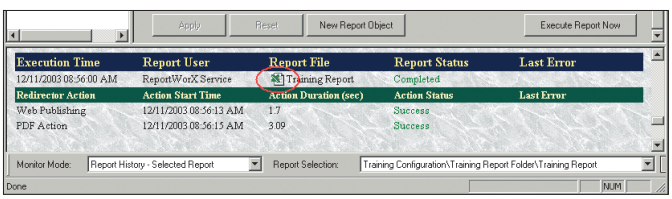
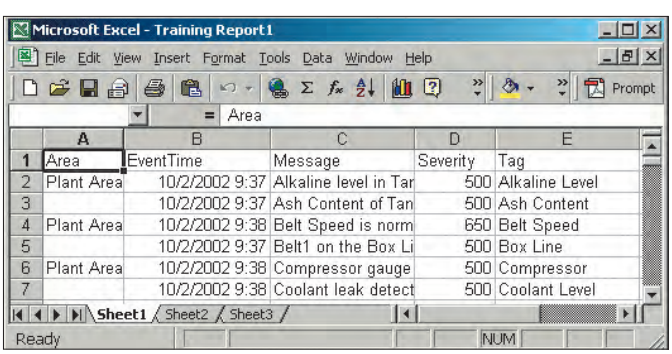

Рис. 33. Успешное исполнение отчёта — мониторинг результатов операции
Рис. 35. Просмотр рабочей книги Excel с отчётом
2. Для проверки правильности исполнения отчёта нажмите кнопку **Monitor View** на панели инструментов **Конфигуратора**. При этом в нижней части окна **Конфигуратора** будет выведена панель просмотра результатов исполнения отчётов (Monitor View), как показано на рис. 33. Если все предыдущие настройки выполнены правильно, **Report Status** (Статус отчёта) будет иметь значение **Completed**, а статус действий перенаправления — **Success**. В противном случае будут присутствовать сообщения об ошибках.
4. При нажатии на кнопку , как показано на рис. 33, будет открыто окно MS Excel с файлом отчёта (рис. 35).